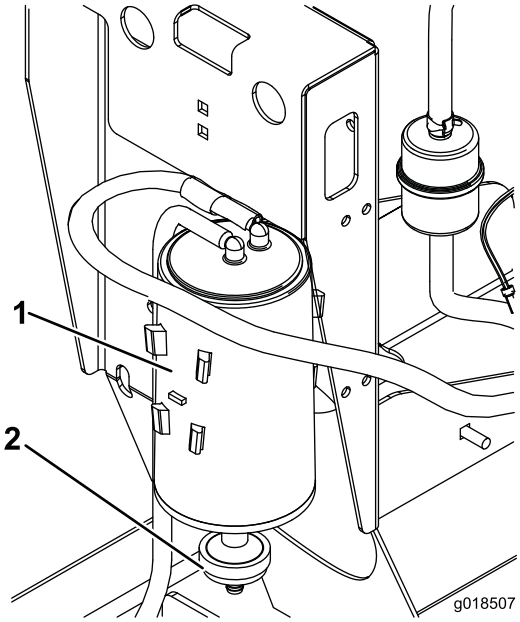

**Figur 17**
2. Fjern og kassér kulfilterbeholderens luftfilter (Figur 17).